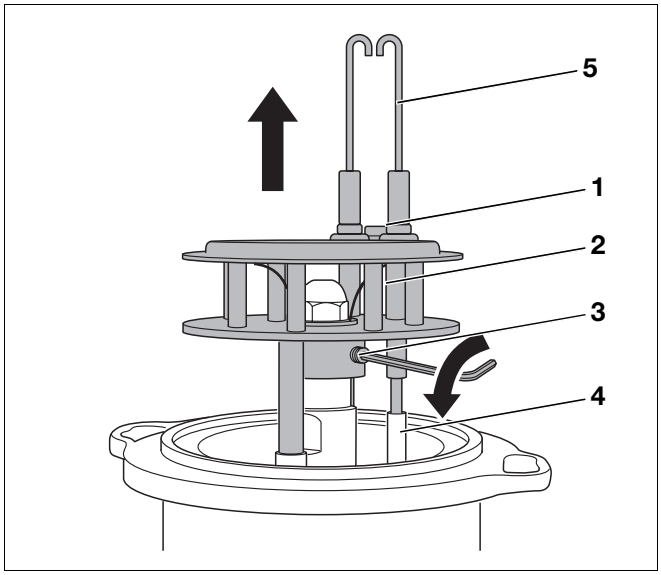

Rys. 35 Demontaż systemu mieszającego
- Odkręcić śrubę (Rys. 35, **Poz. 1**) między elektrodami zapłonowymi.
- Odłączyć przewody zapłonowe (Rys. 35, **Poz. 4**).
- Wymontować elektrodę zapłonową (Rys. 35, **Poz. 5**).
- Odkręcić wkręt bez łba (Rys. 35, **Poz. 3,** strona 32) i wyjąć system mieszający (Rys. 35, **Poz. 2**, strona 32) do góry.